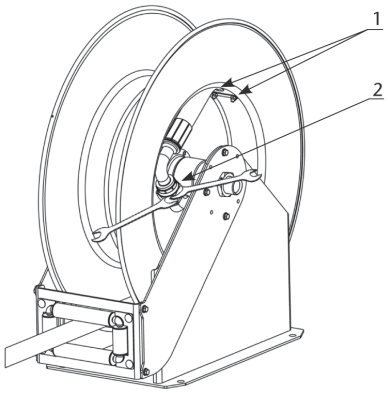

Fig. 4
2. Retirez les boulons en U en desserrant leurs écrous (1) et débranchez le flexible de la rotule pivotante (2) en utilisant deux clés (fig. 4).
4. Raccordez le nouveau flexible à la rotule pivotante en utilisant deux clés. Placer les boulons en U pour maintenir le flexible fermement sur le tambour et tirez le flexible pour libérer le cliquet (fig. 4).
1. Déconnecter le flexible dans de l'axe central (1) et de la rotule (2) (fig. 7). Utiliser deux clés pour la rotule (fig. 4) pour éviter d'endommager l'axe.
2. Desserrer l'écrou prisonnier (3) et le retirer.
3. Dévissez les vis (4) et retirer le bras (5).